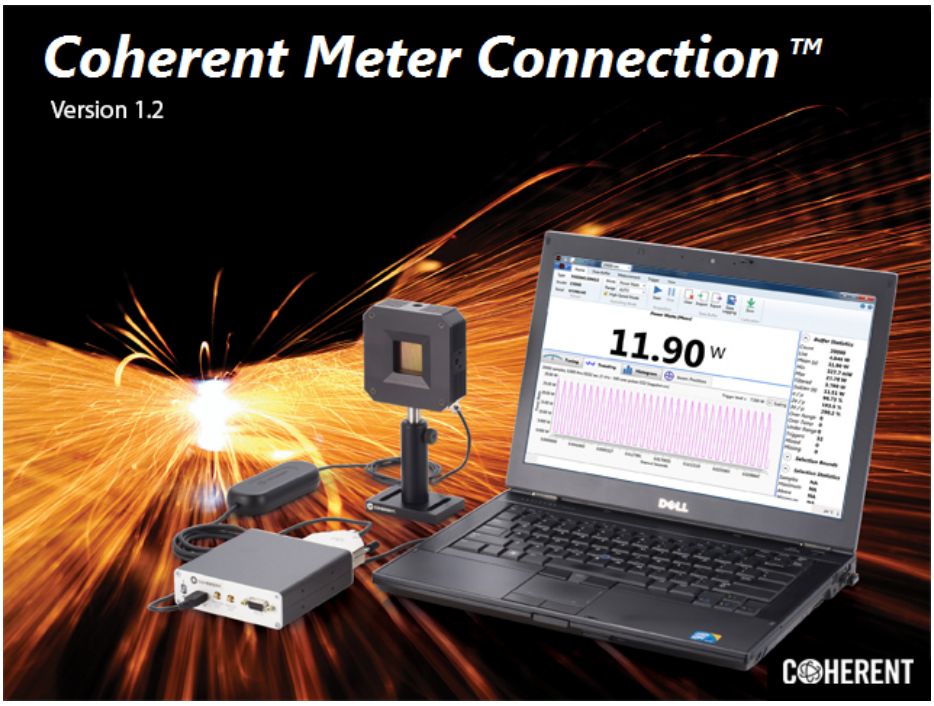

Figure 3-12. Splash Screen on Launch
10. Double-click the icon to launch the Coherent Meter Connection software. A splash screen displays, like the one shown in Figure 3-12: